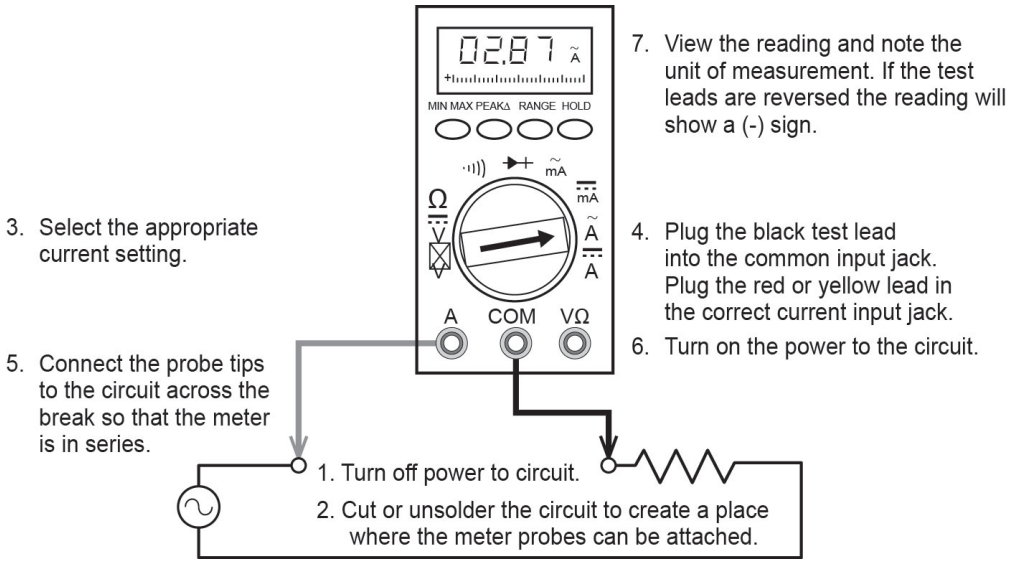

Figure 8 *AC amperage measurement with a DMM. (Skilled Trades BC, 2021) Used with permission.*
For in-line current measurements, however, the process is slightly more complex. First, the circuit must be opened at the test points and the meter inserted in series at that opening (Figure 8). The total current must flow through the meter. To allow the measurement to be made without disturbing the circuit itself, the current meter must have very little internal resistance.
Follow these steps to measure low amperage current with test leads and refer to Figure 8:
5. Connect the tips of the probes across the break in the circuit, as shown in Figure 8, so that the current to be measured flows through the meter. Note that this is a series connection. Never connect the ammeter in parallel with the source or load, as this will cause a short circuit and damage the meter.